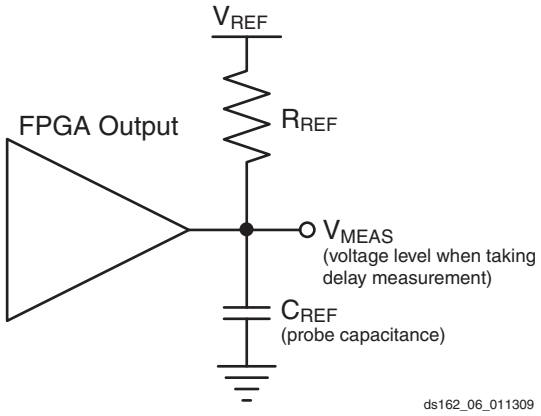
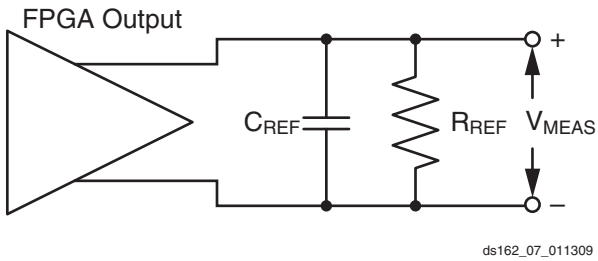

Figure 4: **Single-Ended Test Setup**
Figure 5: **Differential Test Setup**
4. This is an input voltage reference that bears no relation to the V_{REF} / V_{MEAS} parameters found in IBIS models and/or noted in Figure 4.
Output delays are measured using a Tektronix P6245 TDS500/600 probe (< 1 pF) across approximately 4" of FR4 microstrip trace. Standard termination was used for all testing. The propagation delay of the 4" trace is characterized separately and subtracted from the final measurement, and is therefore not included in the generalized test setups shown in Figure 4 and Figure 5.